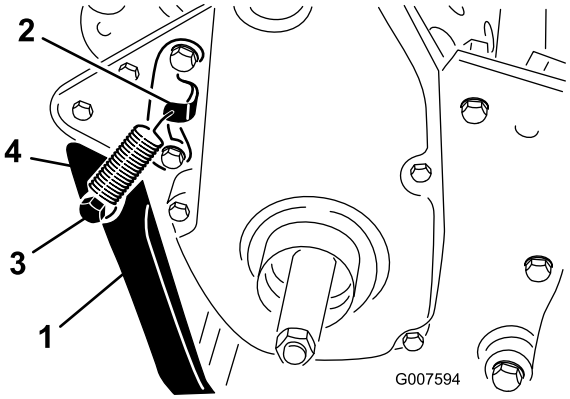

Figur 6
2. Sæt fjederen i hullet i fjederbeslaget og på fjedertappen, mens støttebenet justeres ind efter monteringshullerne i bagstellet (Figur 6).
3. Monter støttebenet på hver side af stellet med en bolt, låseskive, afstandsstykke, flad spændeskive og låsemøtrik (Figur 6). Placer afstandsstykket i støttebenets monteringshul.